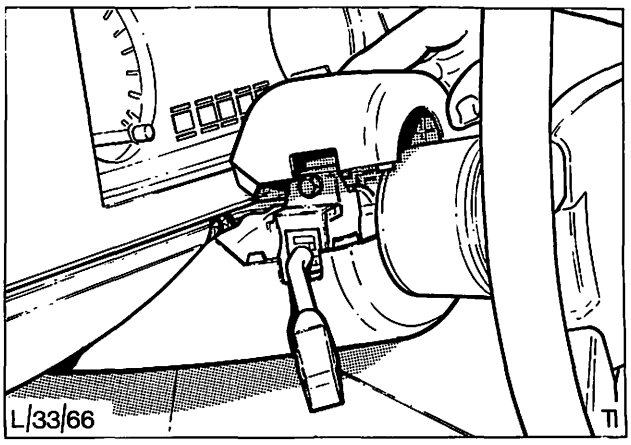

Abb. 82 Obere Lenksäulenverkleidung abbauen
2. Befestigungsschrauben entfernen und obere und untere Lenksäulenverkleidung abbauen, Abb. 82.